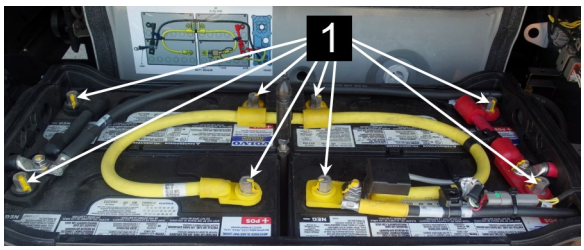

FIGURE 52: INSTALLER LES VIS DE CÂBLES DES BATTERIES
5. Connecter les câbles des batteries. Serrer les écrous des terminaux (item 1, FIGURE 52) à la valeur de couple suivante: